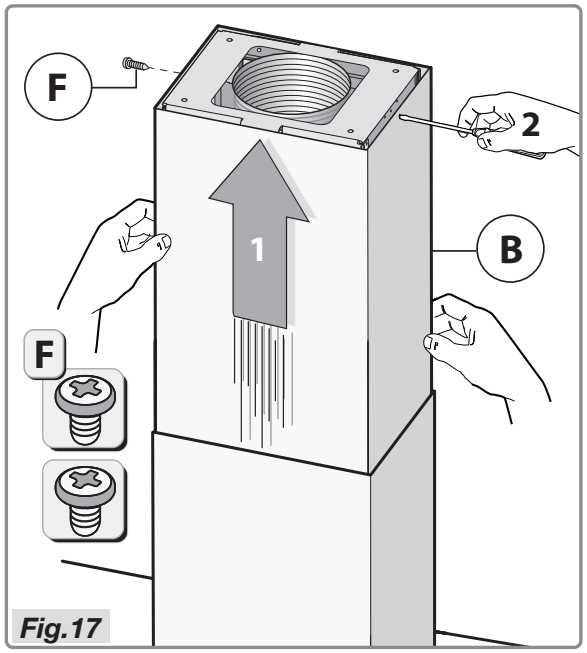

Fig.17
- Verbind de schacht **B** met de plafondplaat met behulp van de twee schroeven **F** (Fig.17).